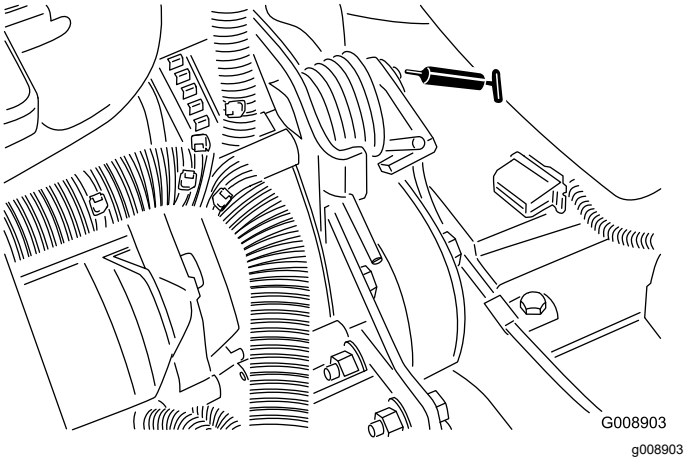

Figura 42
- Articulação da tensão da correia (Figura 42)